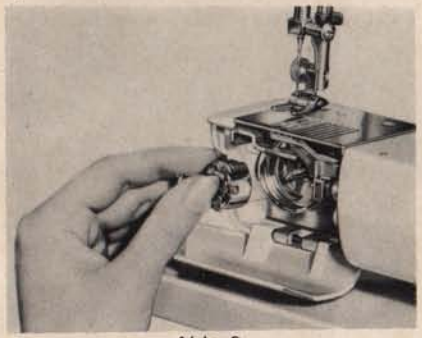

Abb. 2
1. Spulenkapsel-Herausnehmen (Abb. 2)